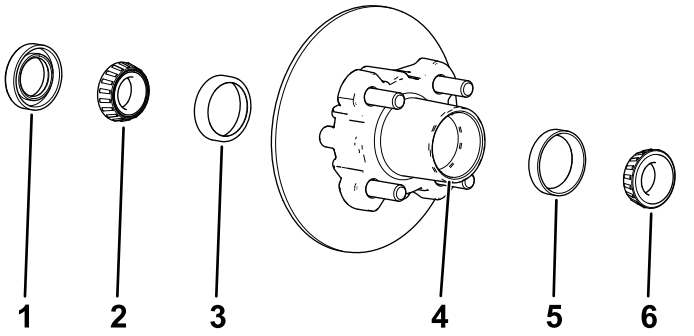

Figur 27
1. Avlägsna det yttre lagret och lagerbanan från navet (Figur 27)
2. Ta bort tätningen och det inre lagret från navet (Figur 27)
5. Avlägsna allt fett, smuts och skräp från håligheten i navet (Figur 27).
7. Fyll navets hålighet till 50–80 % med angivet fett (Figur 27).
8. Montera det inre lagret på banan på navets insida, och montera tätningen (Figur 27).